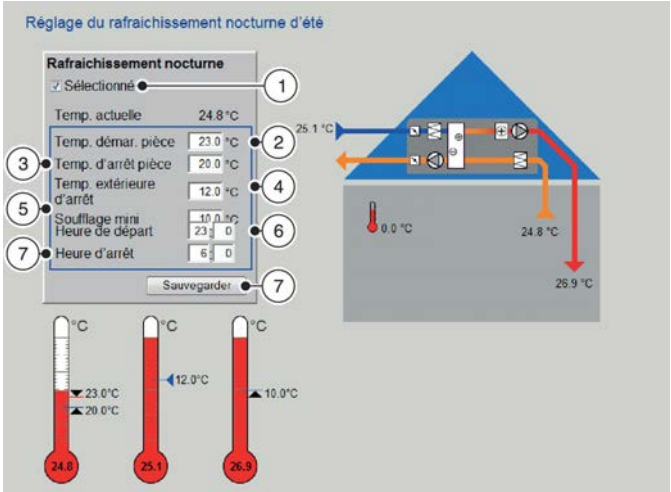

Fig. 34: Rafraîchissement nocturne
L'écran *« Définir le rafraîchissement nocturne estival »* (Voir la Fig. 34) vous permet d'activer la purge nocturne et de définir une plage de temps pour cette purge. La fonction de purge nocturne vous permet de rafraichir le bâtiment par l'air extérieur pendant la nuit (à savoir en-dehors des heures de fonctionnement) ; cette fonction est utile pendant l'été. La purge nocturne s'active dès que tous les paramètres requis ont été configurés.
2. Saisir la température initiale de l'air ambiant pour la purge nocturne ("Temp. ambiante initiale", Voir la Fig. 34/2).
3. Saisir la température finale de l'air ambiant pour la purge nocturne ("Arrêt temp. ambiante", Voir la Fig. 34/3).
4. Saisir la température finale de l'air extérieur ("Arrêt temp. extérieure", Voir la Fig. 34/4) pour la purge nocturne.
5. Saisir la température de l'air soufflé minimale pour la purge nocturne ("Entrée min.", Voir la Fig. 34/5).
6. Saisir l'heure de début de la purge nocturne (Voir la Fig. 34/6).
7. Saisir l'heure de fin de la purge nocturne ("Heure arrêt", Voir la Fig. 34/7).
8. Cocher la case (Voir la Fig. 34/1) pour activer la purge nocturne.